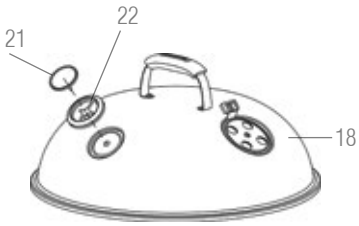
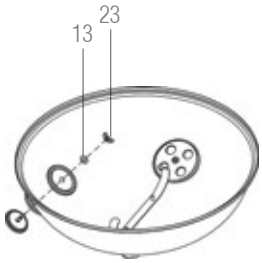

Figura 18
Figura 19
Encaixe o termômetro (peça 21) na base (peça 22). Em seguida coloque-os na parte externa da tampa (peça 18), conforme figura 18. Fixe-os, utilizando uma arruela metálica (13) e porca borboleta (peça 23), conforme figura 19.